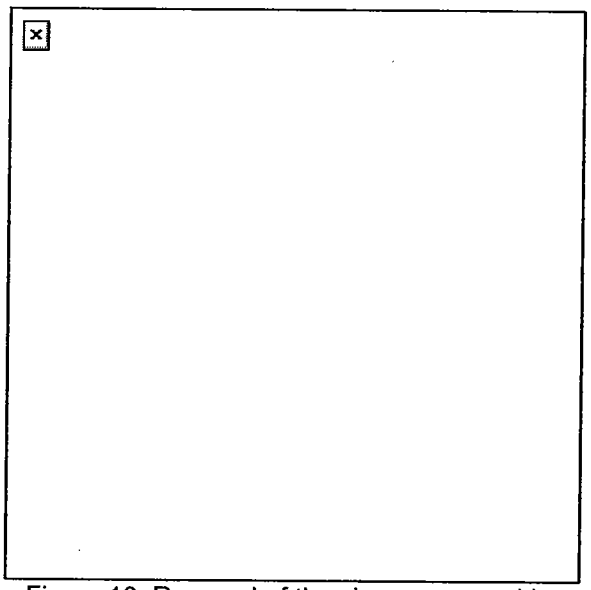

Figure 13. Removal of the charger assembly.
(1) Grasp the two control grips with both hands and lift up slightly to disengage the back plate from the locking lugs in the receiver.
(2) Pull the round positioning block toward the muzzle end of gun.
j. Remove the charger assemblies (both sides) (Figure 13).